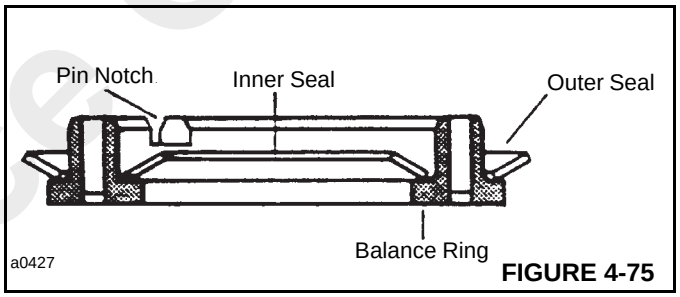

FIGURE 4-75
18. Apply a light film of petroleum jelly to seal (3) and install the seal in valve housing (19).
19. Apply petroleum jelly to new inner and outer face seals (15 and 16). Install the seals on balance ring (14) as shown in Figure 4-75.
Install the new face seals in the positions shown in Figure 4-75, or motor will not operate properly. Do not force or bend the face seals. Any damage to these seals will affect the operation of the motor.